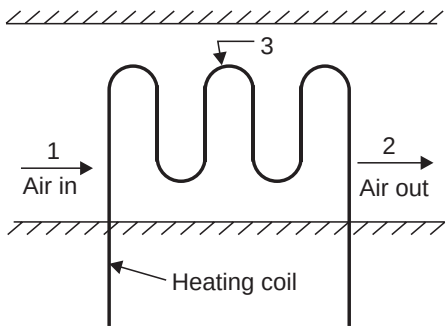

Fig. 10.8. Sensible heating.
The by-pass factor (BF) for the process is defined as the ratio of the difference between the mean surface temperature of the coil and leaving air temperature to the difference between the mean surface temperature and the entering air temperature. Thus on Fig. 10.8, air at temperature t_{db_1}, passes over a heating coil with an average surface temperature t_{db_3} and leaves at temperature t_{db_2} .